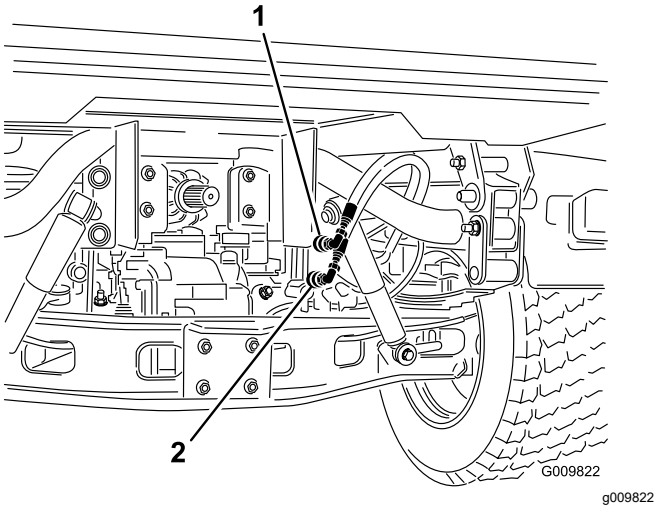

Figur 17
2. På køretøjer med serienumre 240000001 og opefter skal du frakoble de 2 løftecylinderslanger fra koblingerne, der er fastgjort til koblingsbeslaget (Figur 17). Sæt dækslerne ind i cylinderslangens lynkoblinger.